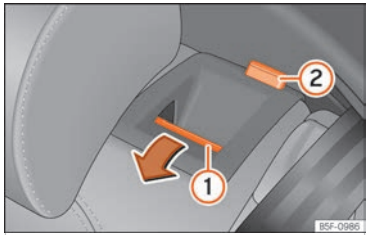

Fig. 74 Seient del darrere: abatre el respatller.
- Premeu la tecla de desbloqueig ››› fig. 74 ① cap endavant i, alhora, abateu el respatller. El respatller del darrere està desbloquejat quan es veu una marca vermella a la tecla ②.